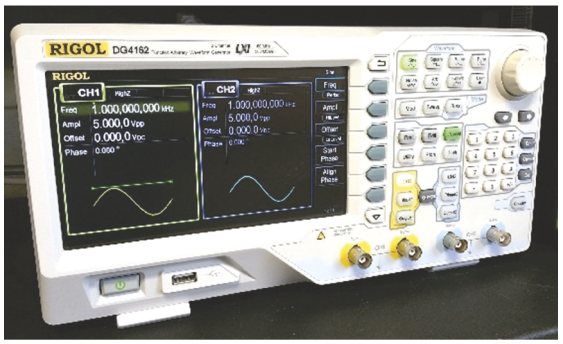
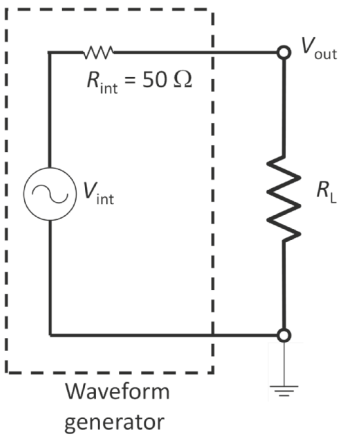

**FIGURE 2.20** The Rigol DG4162 waveform generator (WG) that you will use in lab. ⏎
**FIGURE 2.30** Equivalent circuit model for a waveform generator having internal, or output, resistance of 50 Ω.
Figure 2.20 shows a Rigol model DG4162 WG. Most waveform generators offer at least three waveform options: **sine wave**, **square wave**, and **ramp**. The names describe the general shape of the voltage as a function of time. The sine wave function outputs a sinusoidal voltage $v_{out} = A\sin(2\pi ft)$, where $A$ is the **amplitude** or **peak** voltage, $v_p$, and $f$ is the frequency in Hz. (Since the argument for harmonic functions (sines and cosines) is an angle expressed in radians, you must multiply the frequency $f$, in cycles per second, by $2\pi$ radians/cycle to convert it to radians per second.) The total voltage from the greatest to the least is called the **peak-to-peak voltage, $v_{pp}$**. For sine waves, $v_{pp} = 2v_p$.
Figure 2.20 shows the Rigol DG4162 waveform generator (WG). As discussed above, a WG produces voltage waveforms, most commonly as sine, square, and triangle waves. The WG has all the same source properties discussed in Section 2.6.1, but the output is AC instead of DC. Figure 2.30 is the simple equivalent circuit, or model, of what you can think of as inside the WG box, as discussed in Section 2.6.1. As already presented, you can reduce the guts to an ideal WG having a voltage $v_{int}$ in series with a resistor $R_{int}$. A more complicated form of resistance is its AC form, called **impedance**, represented by $Z$ rather than $R$. Impedance is the subject of later chapters. You will often see 'output resistance' written as 'output impedance.' For now, if you see the word 'impedance,' just think 'resistance' and you will be fine.
Why is that? Most WGs have an output resistance of 50 Ω, as shown in Fig. 2.30. (The choice of 50 Ω is a standard for communications test equipment.) In order for $v_{out}$ across the load to be close to your desired $v_{int}$ (i.e., not sag), according to the voltage divider relationship, the load resistance must be much (at least 10×) larger than the $R_{int}$ = 50 Ω. For example, if $R_L$ = 500 Ω, and $v_{int}$ is set to 10 V, then $v_{out} = v_{int} \times \frac{R_L}{R_{int} + R_L} = 10 \times \frac{500}{550} = 9.091\text{V}$. This may or may not be acceptable for your purposes.